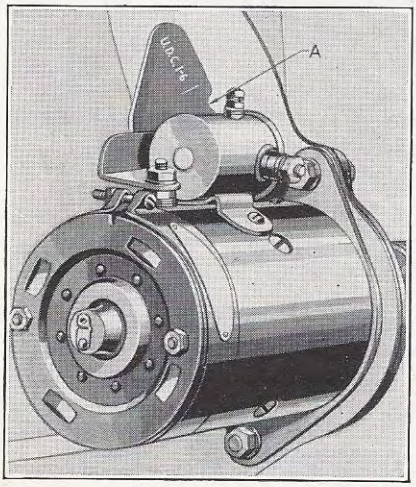

Figure 20
Ignition Timing (6 cylinder models) may be checked by removing the spark plug from No. 1 (front) cylinder, placing a finger over the spark plug hole and cranking the engine by pressing the small button on the rear end of the starting motor solenoid in quick successive movements. When air pressure against the finger indicates that the piston is coming up on the compression stroke, continue cranking the engine slowly until the breaker points just begin to open as the pointer on the face of the rear engine support lines up with a position ½ inch ahead of the U.D.C. 1-6 / mark on the flywheel, as illustrated in Fig. 20.
rear engine support plate ½ inch ahead of the U.D.C. 1-6 / mark on the flywheel, Fig. 20, rotate the distributor body clockwise slowly just until a spark jumps from the high tension wire to the cylinder head. Tighten screw (G), replace central cable in distributor head and clamp cap on distributor.